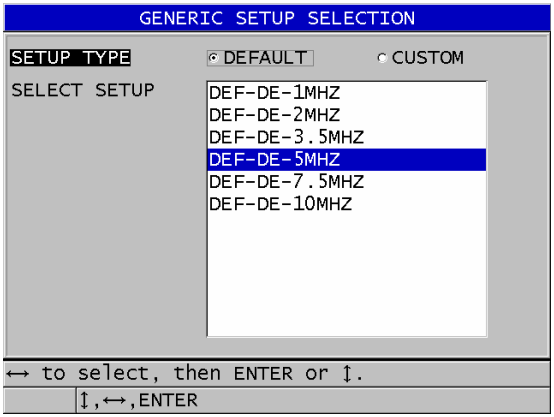

Rysunek 12-1 Ekran GENERIC SETUP SELECTION (Wybór konfiguracji ogólnej)
2. Na wyświetlonym ekranie **GENERIC SETUP SELECTION** (Wybór konfiguracji ogólnej) (patrz Rysunek 12-1 na stronie 249):